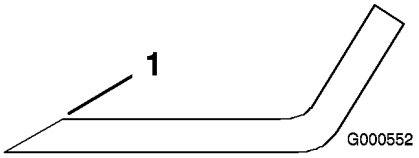
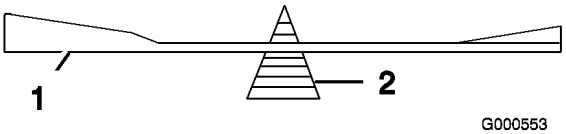

Figure 38
Figure 39
1. Au moyen d'une lime, aiguisez les tranchants aux deux extrémités de la lame (Figure 38) en veillant à conserver l'angle de coupe d'origine. Limez la même quantité de métal sur chacun des deux tranchants pour ne pas déséquilibrer la lame.
2. Vérifiez l'équilibre de la lame en la plaçant sur un équilibreur (Figure 39). Si la lame reste horizontale, elle est équilibrée et peut être utilisée. Si la lame est déséquilibrée, limez un peu l'extrémité de la partie incurvée seulement (Figure 38). Répétez la procédure jusqu'à ce que la lame soit équilibrée.